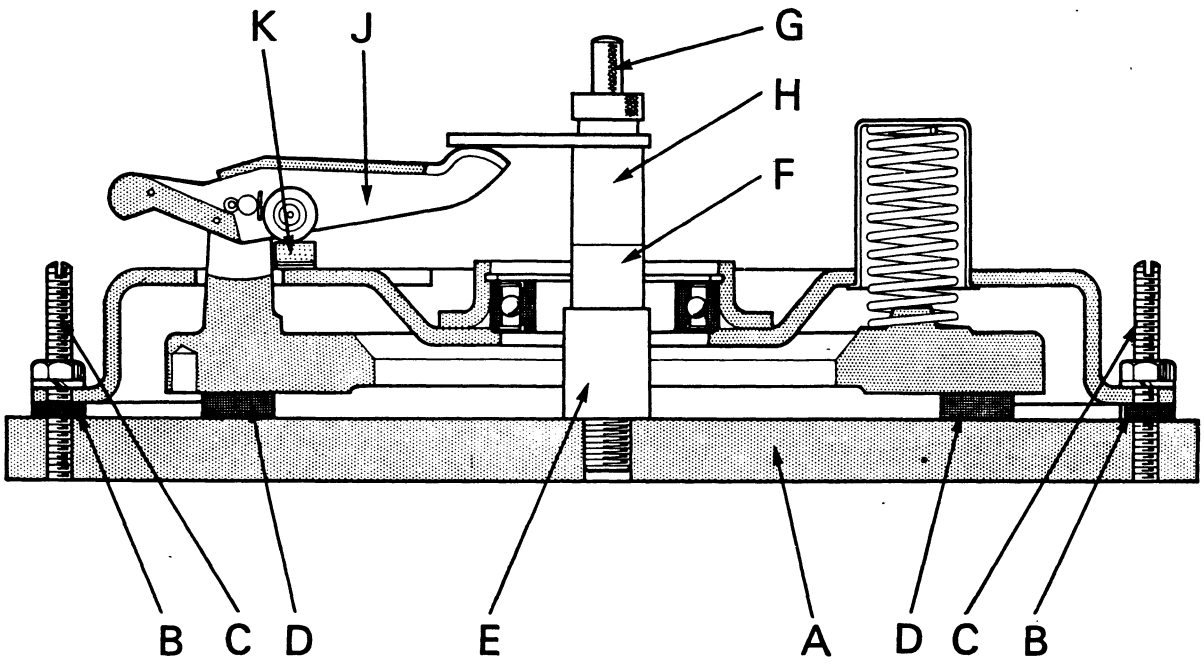

Figure 30. SETTING RELEASE LEVER HEIGHT
5. Remove actuator and screw centre pillar into adaptor. Place the appropriate spacer, Code 8 if early 10/10 clutch but Code 16X if a 10/10 clutch without inner cover, or an 11/10 in. clutch, on the centre pillar — recess in spacer downwards — then fit checking finger. Set release levers, by shimming adjuster pads, so that lever tips are within 0·002 in. (0·05 mm) of gauge finger. Hold levers down firmly by hand when checking height setting and use a feeler gauge to measure the clearance between lever and gauge finger: a 0·001 in. variation in shim thickness gives 0·0045 in. variation at lever tip. (Fig. 30.)